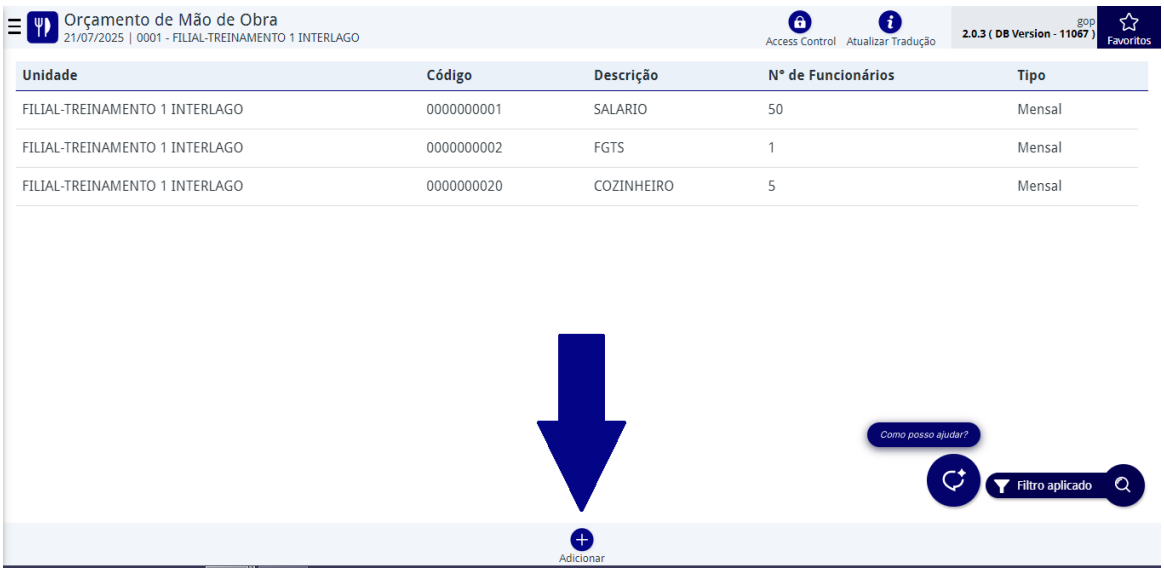

Figura 95: Adicionar
2. Clique em **Adicionar** (Figura 95) para criar um item.